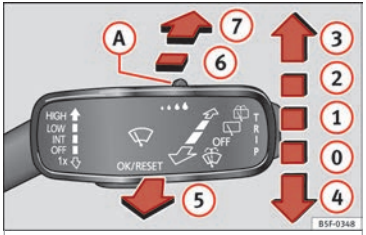

Fig. 140 Window wiper lever.
– Give the windscreen a **brief** wipe by moving the lever down to position (4) **›› Fig. 140**.
– Push the lever up to position (1) **›› Fig. 140**.
– With switch (A), adjust the wipe interval or rain sensor sensitivity.
– Push the lever up to position (2) **›› Fig. 140**.
– Push the lever up to position (3) **›› Fig. 140**.
– Pull the lever towards the steering wheel, position (5) **›› Fig. 140**, and the windscreen washer and wipers are switched on.
– Press the lever forward to position (6) **›› Fig. 140** and the rear window wiper will run every 6 seconds.
– Press the lever fully forward to position (7) **›› Fig. 140** and the rear window wiper and washer switch on at the same time.
– Release the lever. The rear window washer will stop and the rear window wipers will keep running for 1-3 wipes (depending on the jet operating time). **When released, the lever remains in position (6)**.
– Move the lever to position (0) **›› Fig. 140**.
The headlight washers operate briefly if the dipped headlights or headlights are on and the lever is moved to position (5) ››› Fig. 140. The headlight washer system also operates every 10 windscreen wash cycles.